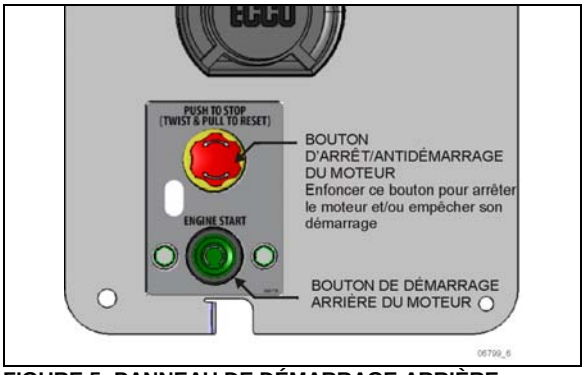

FIGURE 5: PANNEAU DE DÉMARRAGE ARRIÈRE
3. Sur le panneau de démarrage arrière (FIGURE 5) situé dans le compartiment du moteur, appuyer sur le **bouton d'arrêt/antidémarrage du moteur** pour prévenir le démarrage du moteur.